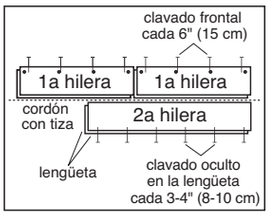

Figura 7
- Utilice las tablas más largas y rectas para las primeras dos hileras. Para piezas al azar y de anchos alternos, utilice la tabla más ancha para la primera hilera. Alinee la lengüeta de la primera hilera en el cordón de tiza. La ranura debe estar orientada hacia la pared de inicio. Perfore un orificio de 1/2˝ (13 mm) desde el borde posterior (ranura), a 1˝–2˝ (2.5–5 cm) de cada extremo, y a intervalos de 6˝ (15 cm) siempre que sea posible (Figura 7). Fíjelos usando 4 o 6d clavos de acabado o clavos de acabado neumáticos de 1˝ (2.5 cm). Avellane los clavos.